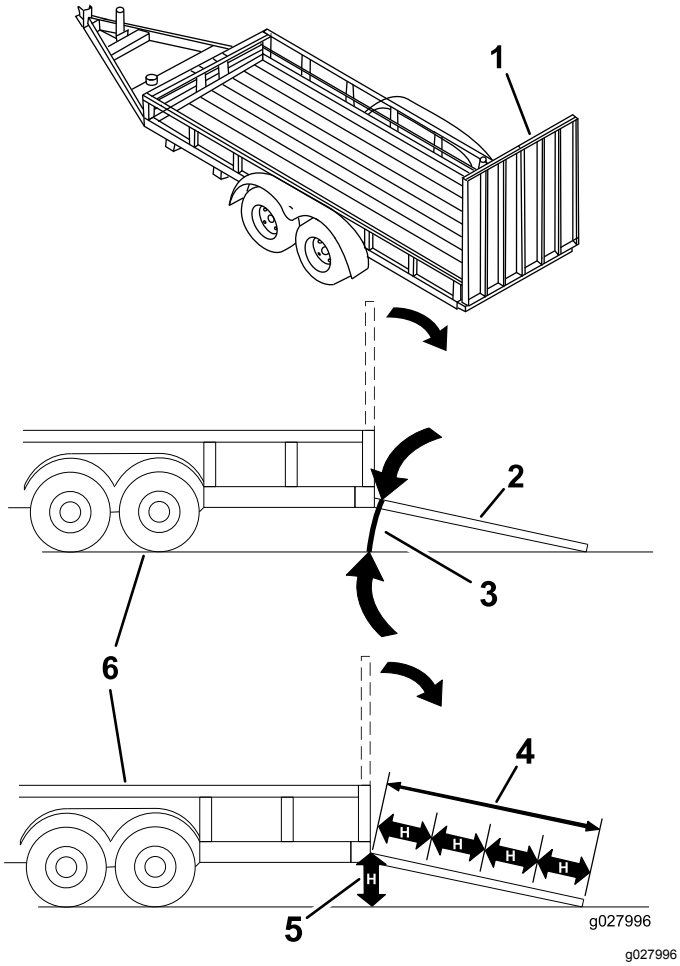

Figuur 44
Als een machine wordt geladen op een aanhanger of een vrachtwagen, wordt de kans vergroot dat de machine kantelt. Dit kan ernstig lichamelijk letsel of de dood veroorzaken (Figuur 44).
3. Laat de oprijplaat zakken; zorg dat de hellingshoek van de oprijplaat ten opzichte van de grond niet groter is dan 15 graden (Figuur 44).
1. Laat de oprijplaat zakken; zorg dat de hellingshoek van de oprijplaat ten opzichte van de grond niet groter is dan 15 graden (Figuur 44).